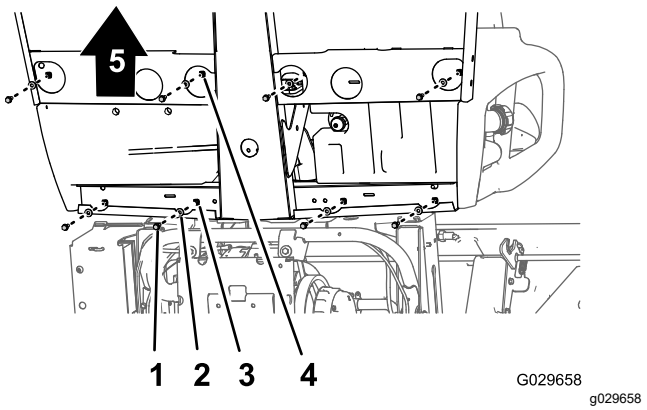
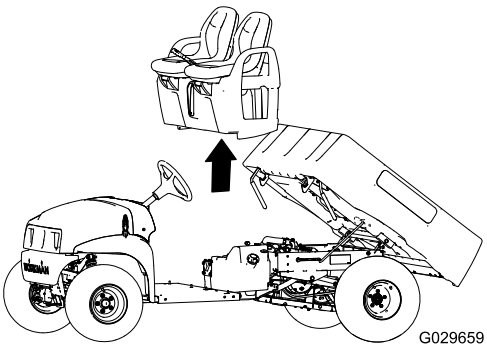

Figur 42
Figur 43
1. Fjern de otte flangehovedbolte og otte spændeskiver i bunden af maskinen, der fastgør sædesoklen til gulvpladen og kanalen i førerhusets bagende (Figur 42).
2. Løft forsigtigt sæderne, sædesoklen og parkeringsbremsens kabler af maskinen (Figur 42).
1. Løft sæderne og sædesoklen på maskinen og juster bremsekablerne i forhold til chassiset (Figur 42 og Figur 43).
2. Ret hullerne i sædesoklen ind efter hullerne i gulvpladen og kanalen i førerhusets bagende (Figur 43 og Figur 42).